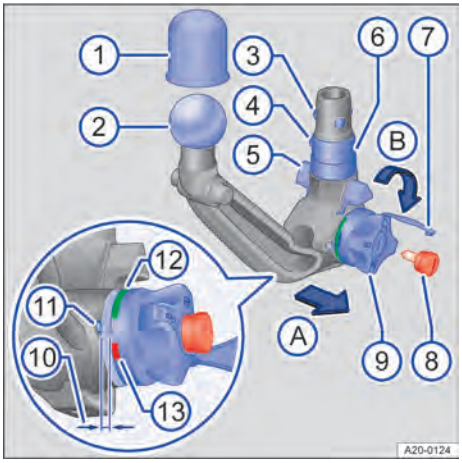

**Fig. 146** Cuadro general: enganche desmontable para remolque.
4. Compruebe si el alojamiento, la ruedecilla → fig. 146 ⑨, el vástago ⑥ y las bolas de bloqueo ③ del enganche para remolque están limpios y en buen estado → ⓘ. En caso necesario, límpielos.
1. Agarre el enganche por debajo del cabezal esférico → fig. 146 ② con una mano.
2. Retire la tapa → fig. 146 ⑦ de la cerradura e introduzca la llave ⑧ en la cerradura.
3. Gire la llave → fig. 146 ⑧ en el sentido contrario al de las agujas del reloj.
4. Con la otra, extraiga la ruedecilla → fig. 146 ⑨ en el sentido de la flecha Ⓐ y manténgala en esta posición → ⚠.
5. Gire la ruedecilla → fig. 146 ⑨ en el sentido de la flecha Ⓑ hasta que encastre. El enganche está ahora pretensado. La marca roja ⑬ de la ruedecilla deberá apuntar hacia la marca blanca ⑪ del
6. Compruebe si todas las bolas de bloqueo → fig. 146 ③ se pueden encajar por completo en el vástago ⑥ del enganche.
2. Presione el enganche con fuerza hacia arriba hasta que encastre. Las dos guías de centrado → fig. 146 ⑤ tienen que encajar en los alojamientos del vehículo.
3. La ruedecilla → fig. 146 ⑨ se encuentra ahora en su posición original. Ya no queda ninguna rendija entre la ruedecilla y el enganche.
4. Gire la llave → fig. 146 ⑧ introducida en la ruedecilla en el sentido de las agujas del reloj y retírela.
5. Ya no deberá ser posible girar la ruedecilla → fig. 146 ⑨.
6. Coloque la tapa → fig. 146 ⑦ en la cerradura y guarde la llave en la caja portaobjetos.
1. La marca verde → fig. 146 ⑫ de la ruedecilla debe apuntar hacia la marca blanca ⑪ del enganche para remolque.
2. La ruedecilla → fig. 146 ⑨ deberá estar pegada al enganche, sin ninguna rendija entre ambos.
3. Mueva el enganche → fig. 146 con fuerza de un lado a otro o tire de él con fuerza hacia abajo. Deberá estar fijamente encajado en el alojamiento → ⚠.
4. La cerradura tiene que estar cerrada y la llave → fig. 146 ⑧ extraída.
5. La tapa → fig. 146 ⑦ tiene que cubrir la cerradura de la ruedecilla.
- No utilice nunca el enganche si el diámetro del cabezal esférico → fig. 146 ② es inferior a 49 mm en algún punto.